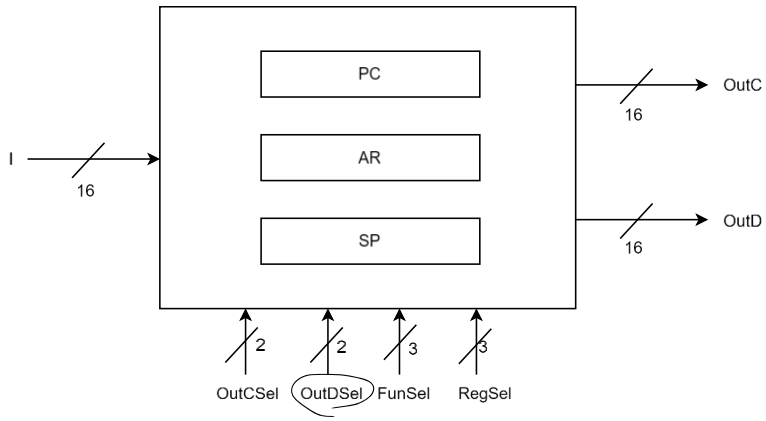

Figure 4: 16-bit address registers, inputs, and outputs.
(Part-2c) Design the **address register file (ARF)** system shown in Figure 4 which consists of three 16-bit address registers: **program counter (PC)**, **address register (AR)**, **and stack pointer (SP)**. FunSel and RegSel work as in **Part-2b**.